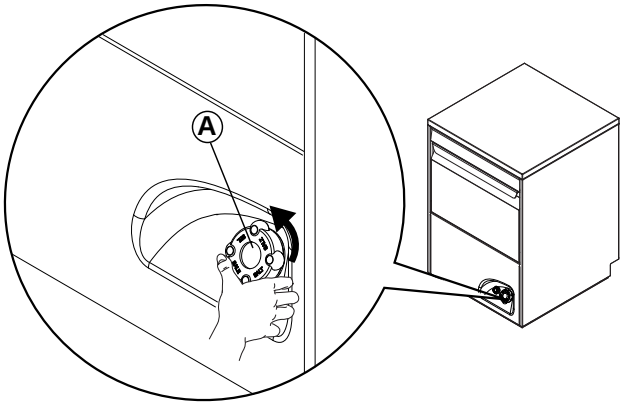

Fig. 28
- Skru låget af beholderen "A" (Fig. 28) ved at dreje det i retning mod uret.